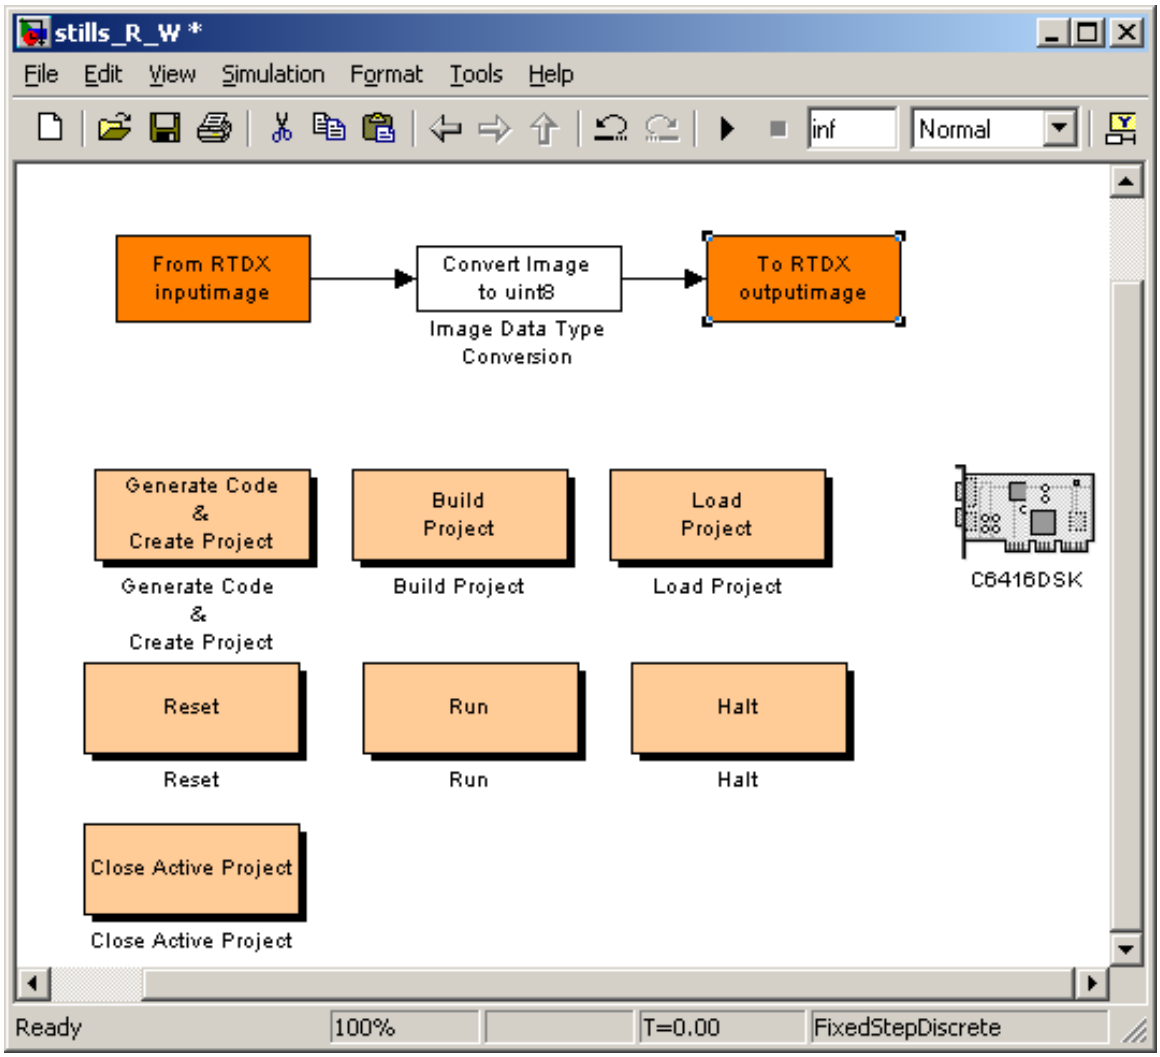

Figure 21: Reading and Displaying a Picture
5. Save your model (We used the name "stills_R_W.mdl"). Your model should look as shown in Figure 21.